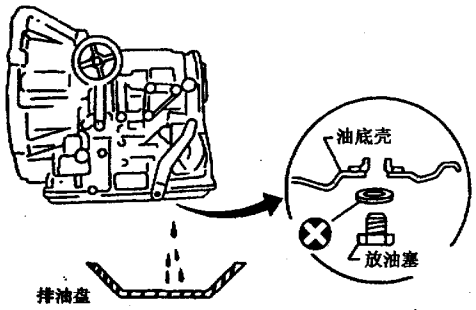

图 9－12－8
(1) 如图 9－12－8 所示从放油塞放掉 ATF 油。
(2) 拆下变矩器。
(3) 如图 9－12－9 所示使用检查工具检查变矩器单向离合器。
①把检查工具插入单向离合器外座圈轴承座的凹槽中。
②用检查工具固定轴承座，使用一字旋具旋转单向离合器。
③检查内座圈是否只能顺时针旋转，如果不是则更换变矩器总成。